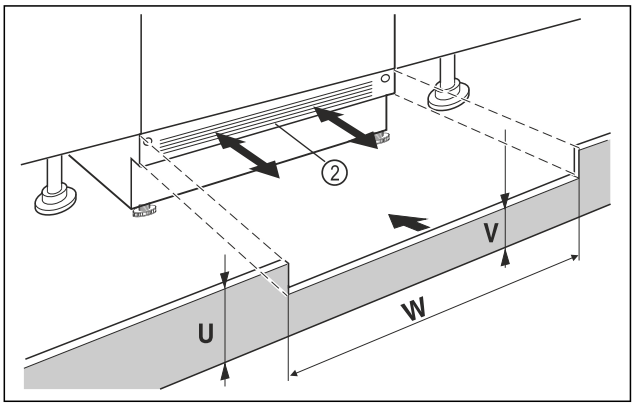

Fig. 12 Example illustration
- ▶ Put on the appliance base cover *Fig. 12 (2)* but do not fix it in place yet.
- ▶ If the base panel is visible *Fig. 12 (2)*, pull it forwards so that the front edge of the ventilation grille and the unit base panel are level.
- ▶ If the base panel is concealed *Fig. 12 (2)*, push it all the way back.
- ▶ Ensure that the ventilation slots are completely free: If necessary, cut the height of the unit base panel *Fig. 12 (U)* to size!
- ▷ Adjust the web height *Fig. 12 (V)*under the appliance base panel *Fig. 12 (2)*along the niche width *Fig. 12 (W)*.